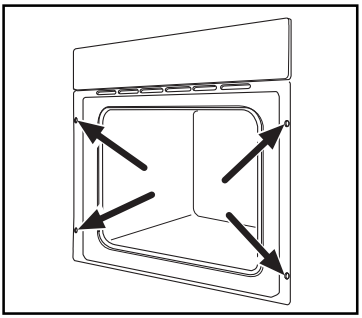

Fig. 12
- Ouvrir la porte du four et fixer le corps du four au meuble à l'aide de quatre vis à bois s'adaptant aux trous pratiqués à cet effet sur les montants latéraux (Fig. 12).